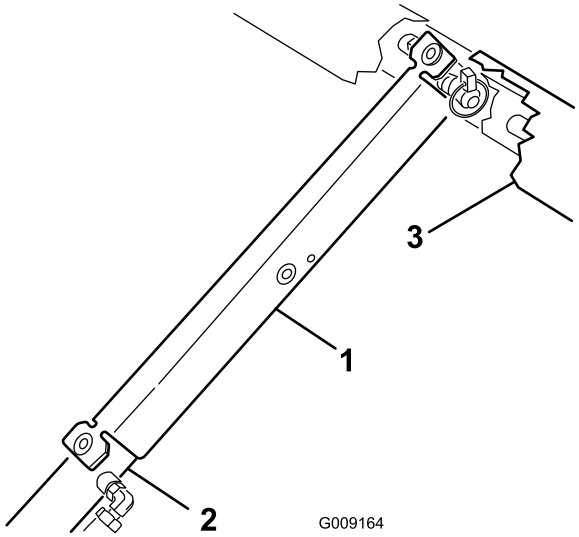

Figur 31
3. Tryck fast flakstödet på cylinderstaven och kontrollera att stödets ändar vilar på cylindertrummans ände och på cylinderstavens ände (Figur 31).